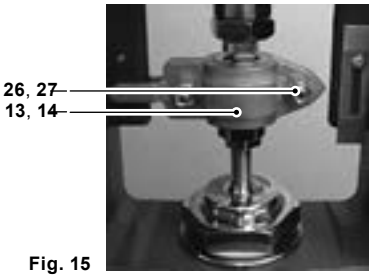

**Fig. 15**
**9.2** Apply just enough air pressure to open the valve fully (see Figure 15).
**9.4** Activate the air supply and allow the actuator to retract fully (see Figure 15).